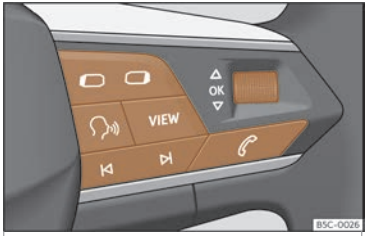

Fig. 56 Lado dereito do volante multifunción:teclas para usar os menús e as indicacións informativas do cadro de instrumentos (segundo versións).
Mentres haxa una advertencia con prioridade 1>>> páx. 74, non se poderá acceder a ningún menú. Algunhas advertencias pódense confirmar e ocultar coa tecla OK do volante multifunción>>> fig. 56.
- Se aparece unha mensaxe ou o pictograma do vehículo, prema a tecla OK>>> fig. 56; se fose necesario, varias veces.
- Para cambiar de menús use as teclas ou >>> fig. 56.
• Para abrir o menú ou a indicación informativa que se amosa, prema a tecla OK>>> fig. 56 ou agarde uns segundos ata que o menú ou a indicación informativa se abra automaticamente.
• No menú visualizado, xire a roda dereita do volante multifunción>>> fig. 56 ata que se seleccione a opción de menú desexada. A opción aparece enmarcada.
• Prema a tecla OK>>> fig. 56 para realizar as modificacións desexadas. Unha marca indica que a función ou o sistema en cuestión están activados.
Prema a tecla ou >>> fig. 56 .